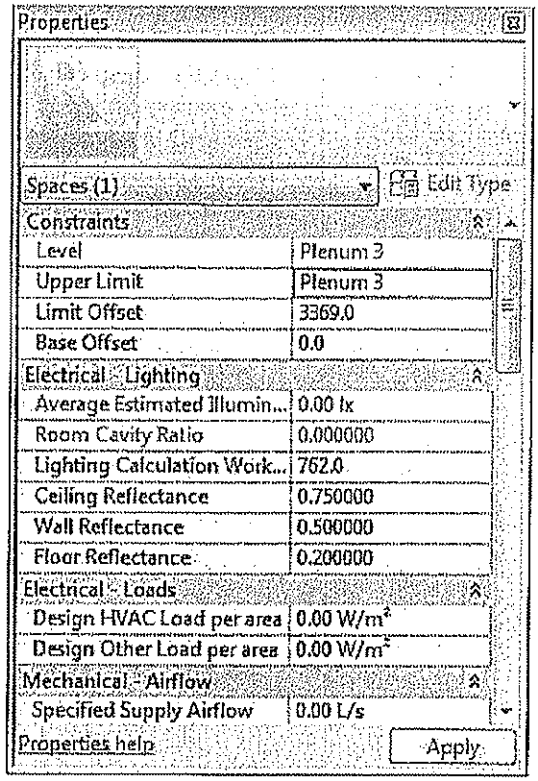

Figure 6–17
- If a linked architectural model includes rooms the associated *Room Name* and *Number* are displayed in the Space Properties and can be set to match as shown in Figure 6–18.